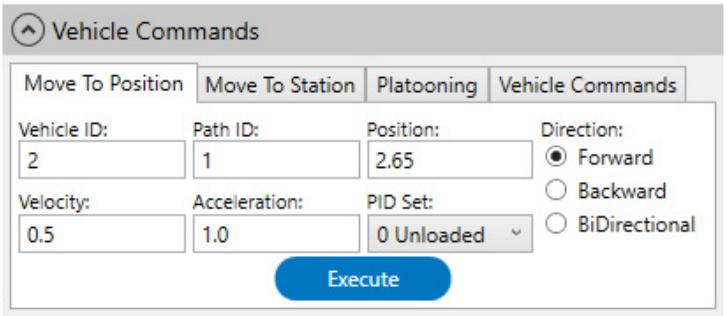

Figure 17: Manual Vehicle Commands Section – Move Vehicle Into Position
1. In the **Vehicle Commands** section, select the **Move to Position** tab (see Figure 17) and move the second vehicle into position behind the leader (this distance must be the same as the **Follow Distance**).